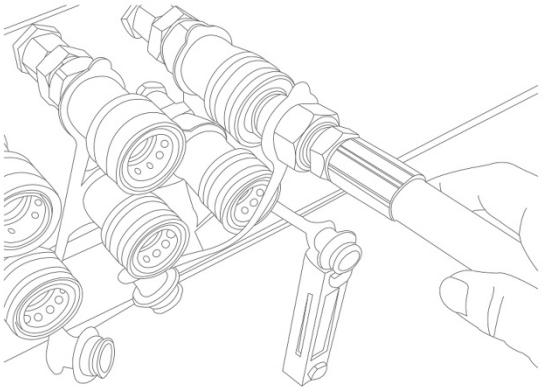

Rysunek 11
• Przewód hydrauliczny siewnika należy starannie podłączyć do ciągnika. (Rysunek 11).